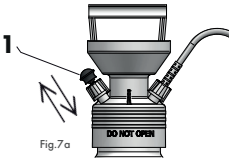
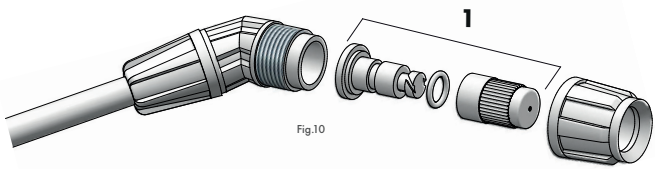
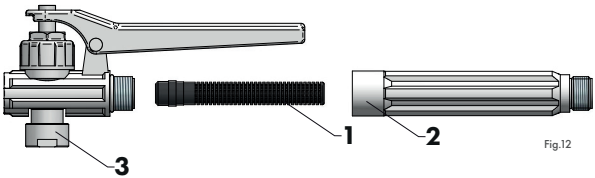

Fig.7a
Fig.10
Fig.12
In order to depressurise the tank (fig. 1/pos. 8), pull the safety valve pin (fig. 7a/pos. 1) and hold it in this position for at least 10 seconds, until the tank is completely depressurised.
Screw in the pump and operate the piston rod several times (fig. 7c) in order for the safety valve to open automatically (fig. 7a). If the valve operates correctly, the valve pin (fig. 9a/pos. 1) will lift upwards (the valve will open), which will be accompanied with the sound of escaping air.
Move the sprayer to the work site. Use the piston rod (fig. 7c) to pump the sprayer (around 20 full motions) until the safety valve operates (fig. 7a/pos. 1). As soon as the safety valve opens (fig. 7a/pos. 1), maximum tank pressure has been reached. Monitor the tank pressure on the pressure gauge (fig. 12/pos. 3).
Point the lance tip (fig. 10) at the location to be sprayed.
During operation, the pressure in the tank will decrease. Monitor the pressure on the pressure gauge (fig. 12/pos.3). Restore the tank pressure by pumping.
With the adjustable nozzle (fig. 10/pos.1) you can regulate the output stream. By tightening or loosening the nozzle tip you can achieve various spraying degrees - from mist to continuous stream.
The filter (fig. 12/pos. 1) located on the lance handle (fig. 12/pos. 2) and the adjustable nozzle (fig. 10/pos. 1) located at the lance tip (fig. 1/pos. 1) must be cleaned periodically and before any prolonged downtime.